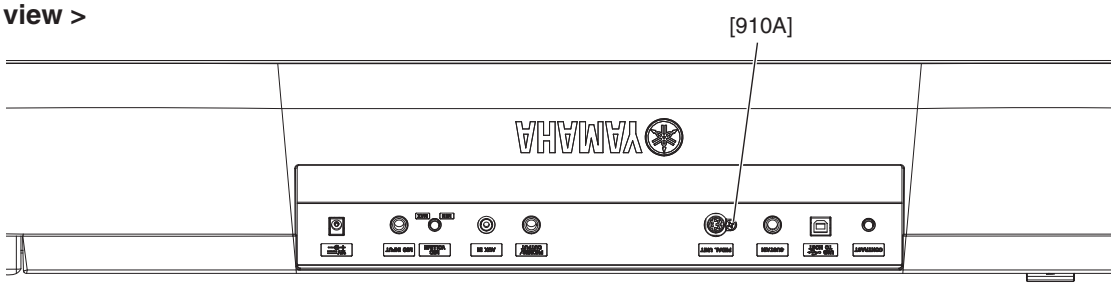

Fig.2
2-2 After removing the upper case assembly, remove the following screws. Each circuit board and assembly can then be removed. (Fig.2)(Table 1)
*1 When assembling it, tighten the screw marked 1, 2 and other screws in this order. (Fig.2)
*2 As for the screw at the location of A, it is thghtened together with a cord holder. (Fig.2)
*3 The PNR and the ENC circuit boards are connected with a board-in connector. (Fig.2)
*4 As for the three (3) screws, they are tightened together with a bracket. (Fig.2)
*5 The MKO circuit board is used as a flat cable holder. (Fig.2)
*6 As for the screw at the location of B, it is thghtened together with a cord holder. (Fig.2)